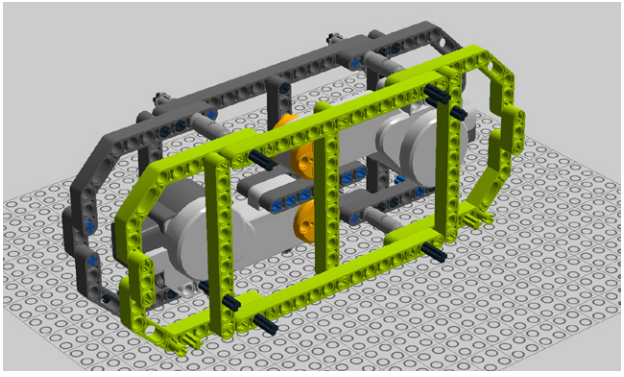

Figure 4-24. *Step 19: Attaching the duplicate assembly*
19. Throw the duplicate assembly onto the back (see Figure 4-24).